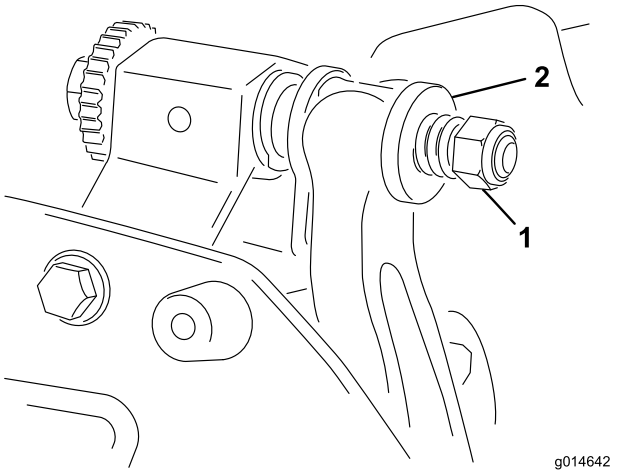

Figura 19
4. Serrate il dado di tensionamento della molla finché questa non è a riposo, quindi allentatelo di mezzo giro (Figura 19).